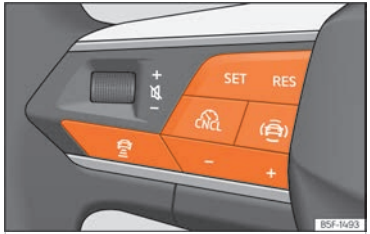

Fig. 135 Al volant multifunció: botons per fer servir l'ACC.
- Premeu la tecla del volant multifunció ››› fig. 135.
- Per començar la regulació premeu la tecla **SET** ››› fig. 135.
- Premeu la tecla i, a continuació, la tecla **+** o **–** ››› fig. 135.
- Premeu breument la tecla ››› fig. 135 o trepitgeu el pedal del fre.